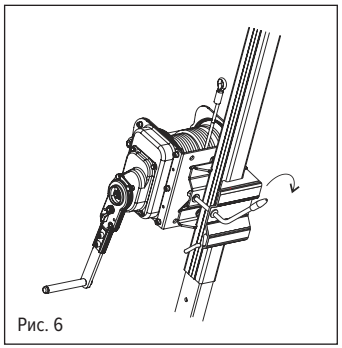

Рис. 6
3. Закройте держатель. Зафиксируйте его рычагом. Резьбовую часть болтов перед затяжкой рекомендуется смазать небольшим количеством масла. Устройство не должно съезжать по опоре трипода (рис. 6).